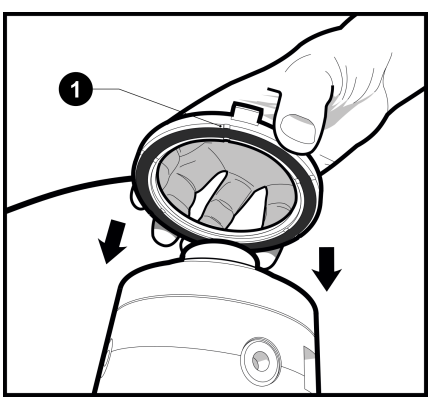

Рис. 21
3.15 На рабочей стороне магнита находится система масляных каналов. Установите магнит этой стороной к муфте. (**Рис. 21**)